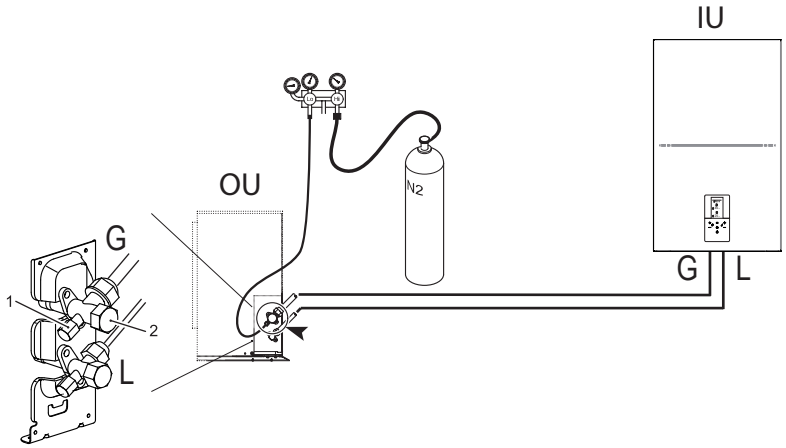

rys. 12 - Badanie szczelności powietrza i wykrywanie nieszczelności
- Przy całkowicie zamkniętych kurkach jednostki zewnętrznej, zdjąć zatyczkę kurka serwisowego (część 1 - rys. 12) i złączkę (część 2 - rys. 12) zaworu gazowego (tę większą)